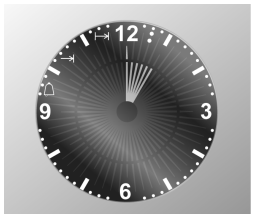

Fig. 4
- agir sur les touches + / - pour configurer la **durée de cuisson**, à chaque pression de la touche + on ajoute **une minute** de cuisson et toutes les **douze minutes un segment interne** s'allume (**Fig. 4**). Au bout de **7 secondes** le programme de cuisson démarre et l'on voit s'allumer le symbole ⊢→|.
- agir sur les touches + / - pour configurer la **durée de cuisson**, à chaque pression de la touche + on ajoute **une minute** de cuisson et toutes les **douze minutes un segment interne** s'allume (**Fig. 4**);